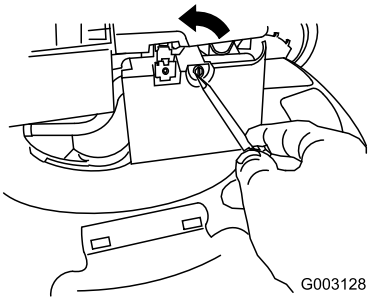

**Figuur 32**
2. Gebruik een schroevendraaier om het luchtfilterdeksel te openen (Figuur 32).